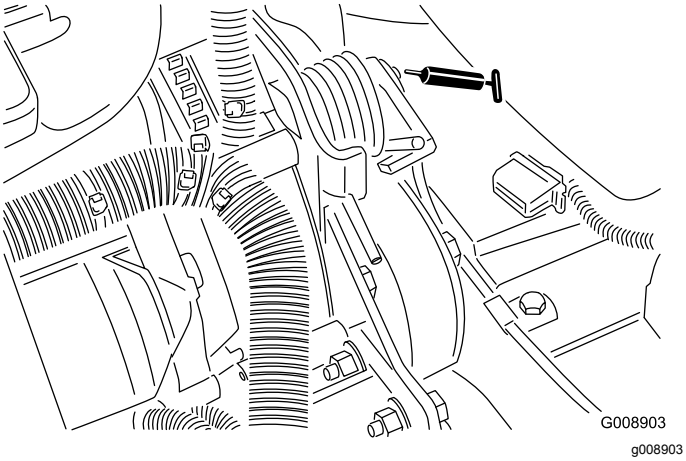

Figura 41
- Perno del tendicinghia (Figura 41)